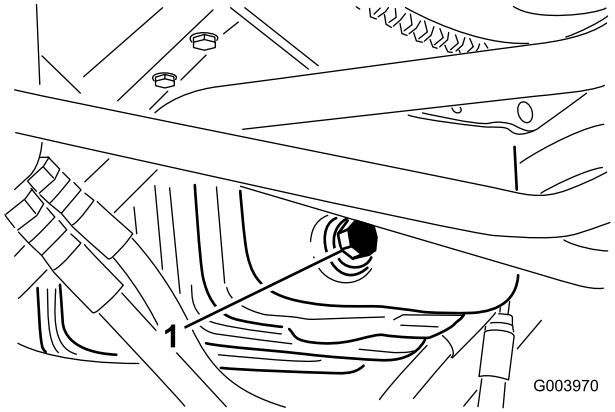

Figur 54
1. Fjern tappepluggen (Figur 54) og la oljen renne ut i en beholder.